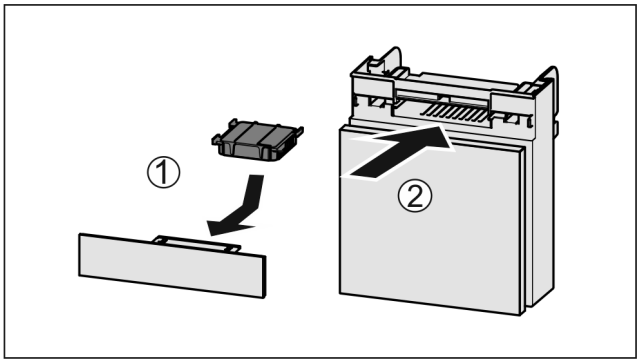

Fig. 157
▶ 按图装入 *Fig. 157 (1)*活性炭过滤器。
▶ 推入 *Fig. 157 (2)*抽屉。